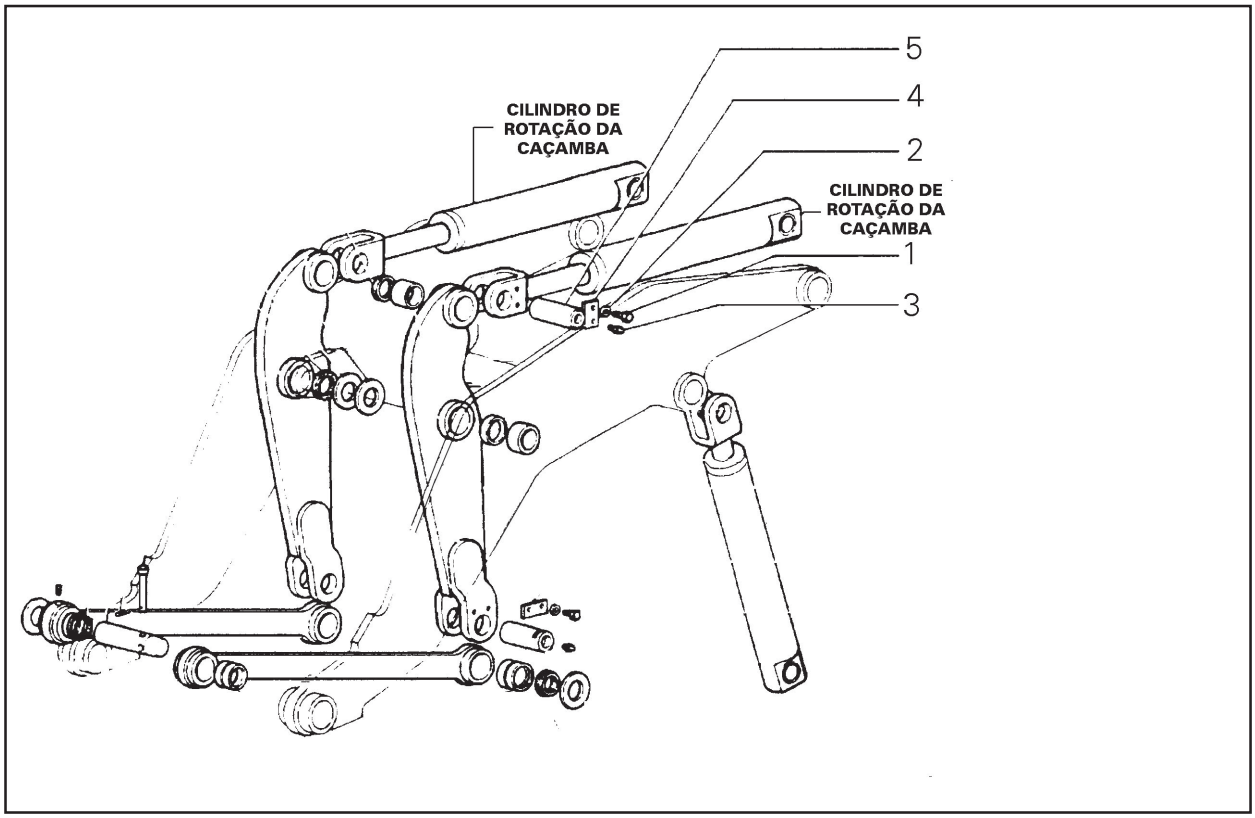

Fig. 35
Passo 5 - fig.35: Remova os parafusos (1) da placa (4) do garfo do cilindro. Remova as arruelas (2) e os calços (3) se houver. Remova o pino de articulação (5). Veja as ilustrações na página seguinte.